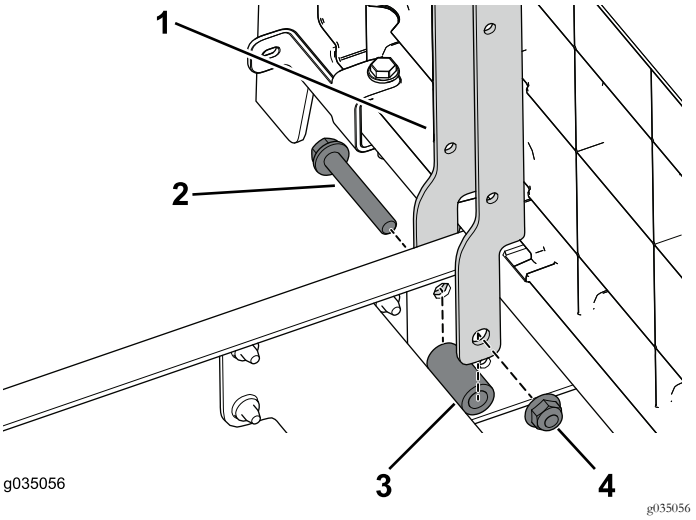

Figuur 91
1. Gebruik de 2 bouten (3/8 x 2-1/2 inch), afstandsstukken en flensmoeren om de linker- en rechterstoelsteunen aan het voorste gedeelte van de machine te bevestigen (Figuur 91).